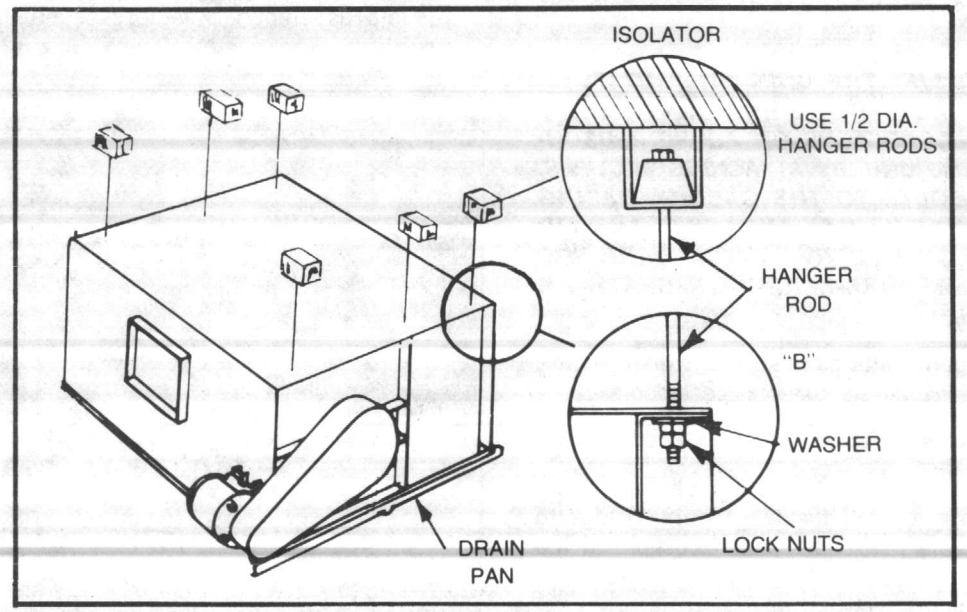

FIGURE 11 - Suspension Method for Horizontal Units Up to Size 31
1. Determine the unit mounting hole dimensions. Prepare the hanger rod and isolator assemblies and install them in the selected area. Threaded rods are recommended for leveling the unit. Tables 1, 2 and 3 list approximate operating weights. See Figure 11.
4. Hoist the unit to the hanger or suspension rods and attach. See Figure 11.